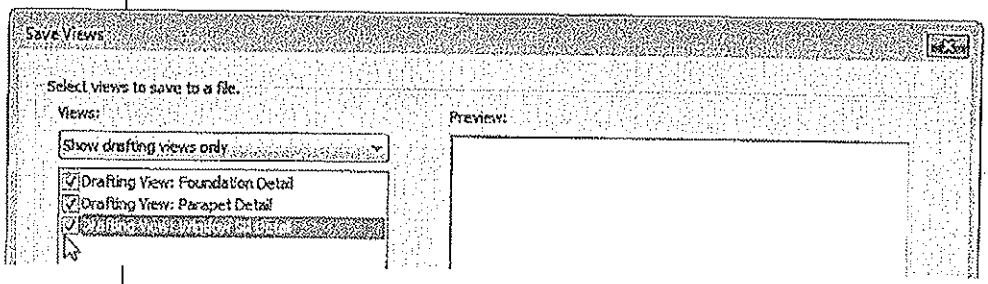

Figure 15–5
3. Select the drafting views you want to save, as shown in Figure 15–5.